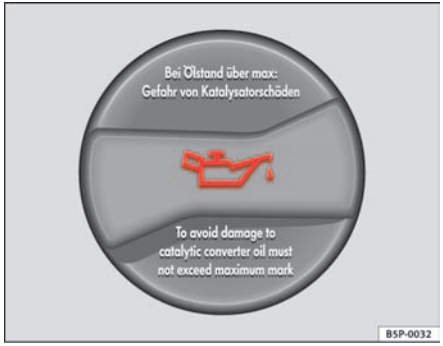

Fig. 162 In the engine compartment: Engine oil filler cap
– Unscrew cap from oil filler opening ⇒ fig. 162.
– As soon as the oil level is in area (B), carefully close the cap.